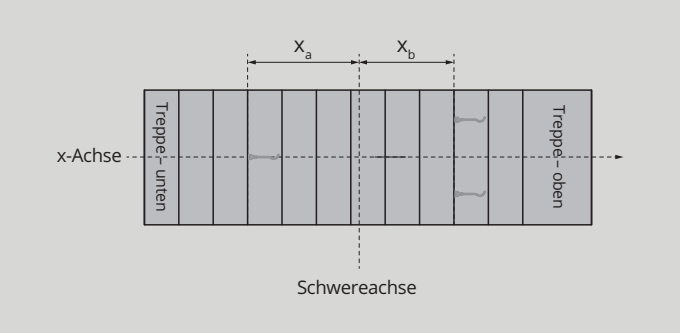

Bild 23: Treppe Draufsicht – 3 Ankerachsen angedeutet, beispielhaft mit Wellenanker
- Bei drei eingebauten Ankern sind zwei Anker oberhalb und ein Anker unterhalb der Schwerachse der Treppe anzuordnen, siehe Bild 23.